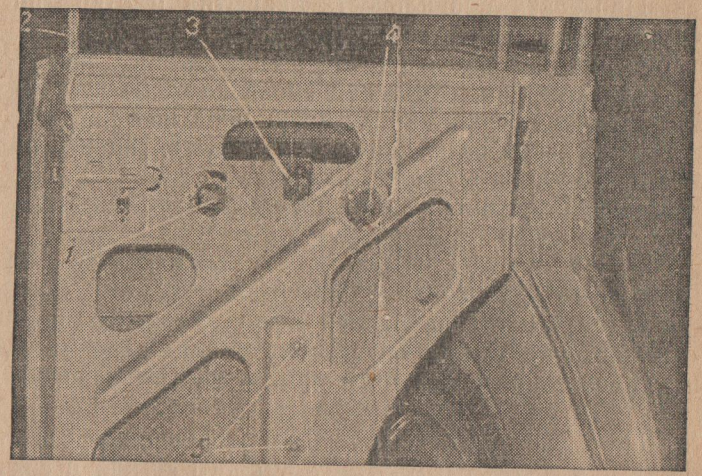

Рис. 122. Вид на внутреннюю панель двери при снятой обивке:
1) отвернуть два винта *3* (рис. 122) крепления троса стеклоподъемника и накладки к обойме опускного стекла и снять накладку;
2) отвернуть два винта *3* (см. рис. 122) крепления троса стеклоподъемника и накладки к обойме стекла и снять накладку;